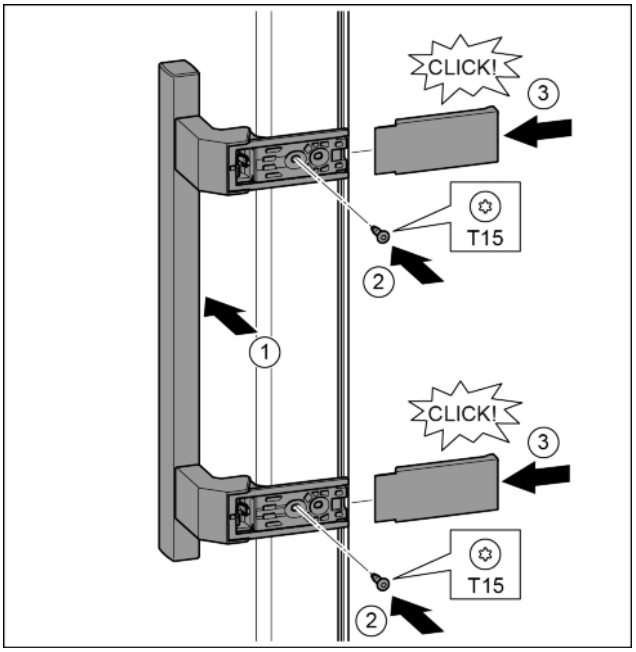

Fig. 22
▶ Установить ручку на противоположной стороне. *Fig. 22 (1)*
▶ Затянуть винты отверткой T15. *Fig. 22 (2)*
▶ Установить крышки сбоку и надвинуть. *Fig. 22 (3)*